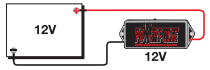

Fig. 1
2. Screw a hex nut onto the bolt and tighten it until it secures the lug and washer between it and the clamp nut. This will allow PowerPulse to send a pulsating current through the terminal and into the battery which will eliminate the buildup of sulfates on the lead plates. (see Fig. 1.)